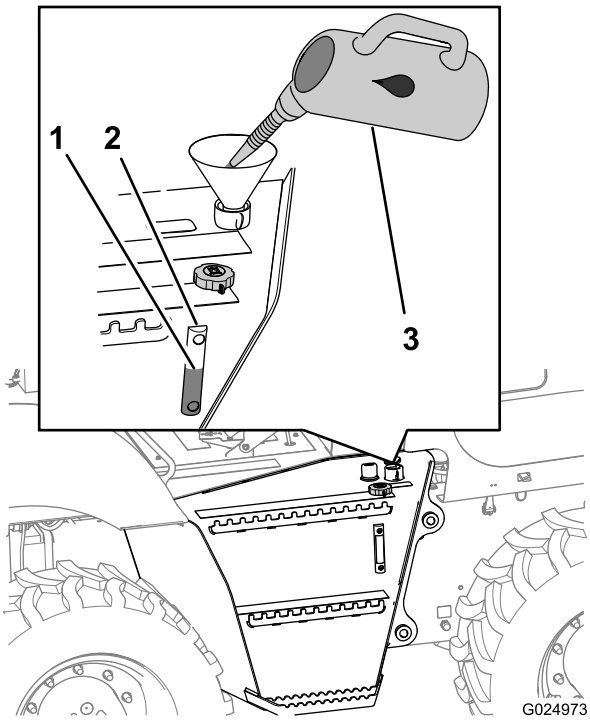

Figura 108
1. Rifornite il serbatoio del fluido idraulico con il fluido specificato fino a portarne il livello nel punto centrale della spia di livello (Figura 108).
3. Montate il tappo di riempimento (Figura 108).